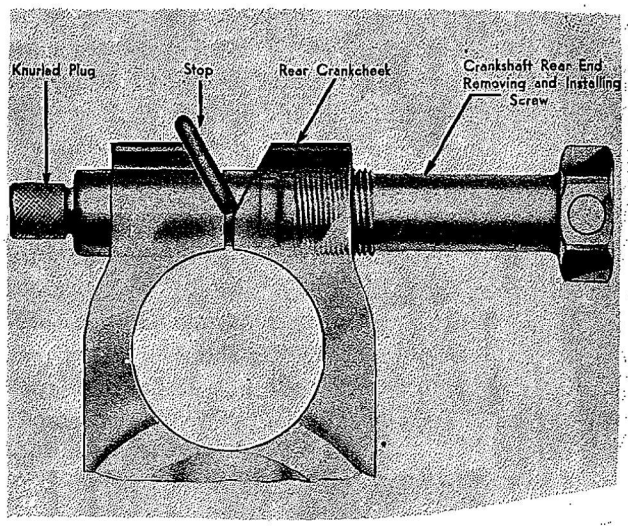
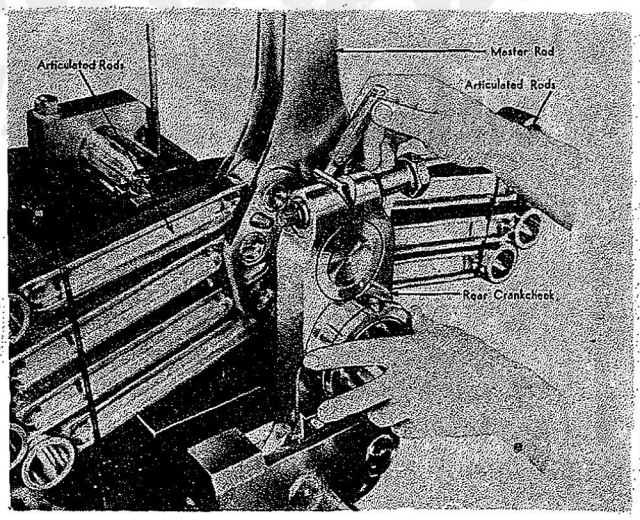

Figure 212—Tool for Spreading Rear Crankcheek
Figure 213—Measuring Clearance Between Master Rod and Rear Crankcheek
b. Install the crankshaft rear end on the crankpin, using the spreader plug (Tool No. 84765-1), plate (Tool No. 84765-2), and screw (Tool No. 84699) in the same manner as previously described for the use of these tools. Refer to Figure 212. Insert a feeler gage of the proper thickness between the master rod end seal spacer and the crankshaft rear. Refer to Figure 213. Push the crankshaft rear forward on the crankpin until the feeler gage is held firmly between the two parts, thus insuring that the proper master rod end movement is obtained. Refer to the Table of Limits in Section XII. Turn the crankshaft rear on the crankpin until the smallest of the selective fit align-